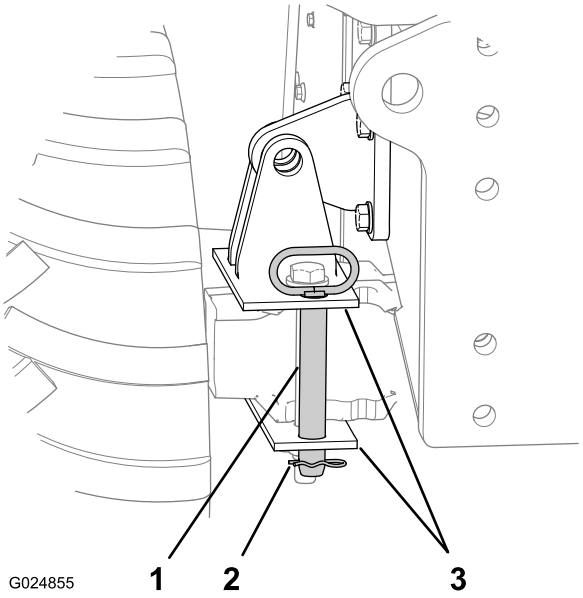

Bild 50
2. Nehmen Sie den Splint vom Kipp-Arretierbolzen ab (Bild 50).
1. Stecken Sie den Kipp-Arretierbolzen durch die vertikalen Löcher in der Achsenarretierhalterung (Bild 50).
2. Befestigen Sie den Bolzen mit dem Splint an der Arretierhalterung (Bild 50).